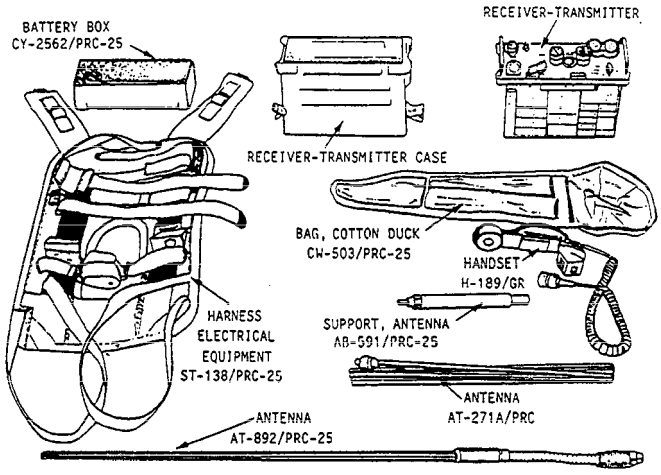

Figure 11-1.—Radio Set AN/PRC-77 components.
The AN/PRC-77 radio set shown in figure 11-1 is a short-range, man-packed, portable, frequency-modulated (FM) receiver-transmitter used to provide two-way voice communication. The AN/PRC-77 operates on low power and at very high frequencies (vhf). The location of the equipment greatly affects its operating range. Normally, a line-of-sight range can be expected; that is, when the other station can be seen,
11. Press Handset H-189/GR (fig. 11-1) PUSH-TO-TALK switch (on the right side of the handset) and speak into the handset. Release the PUSH-TO-TALK switch to LISTEN.
13. To reduce the rushing noise when no signal is being received, turn switch (10) to SQUELCH.